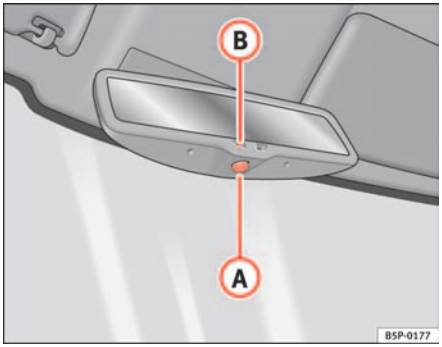

Fig. 66 Automatic anti-dazzle interior mirror.
– Press button (A) ⇒ fig. 66. Warning lamp (B) goes out:
– Press button (A) ⇒ fig. 66. Warning lamp is lit.